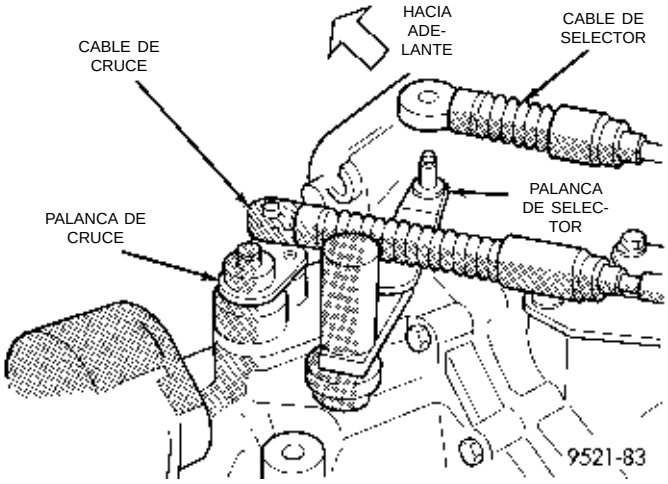

Fig. 20 Palanca de cruce
(1) Retire el cable de cruce. Consulte Desmontaje del cable del cambio de marchas.
(2) Empleando un punzón, retire el pasador de rodillo de la palanca.
(3) Tire hacia arriba y retire la palanca de cruce del eje de cruce del transeje (Fig. 20).